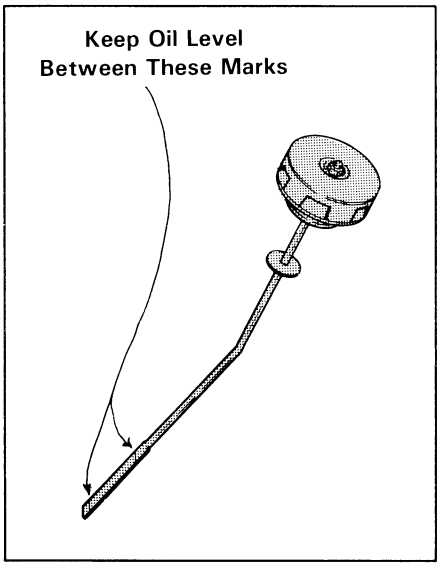

Fig. 1—36 Fluid Dipstick
(5) Fill the reservoir to the top mark (Fig. 1—36) on the dipstick with the correct fluid (See Section 8 for the correct fluid).